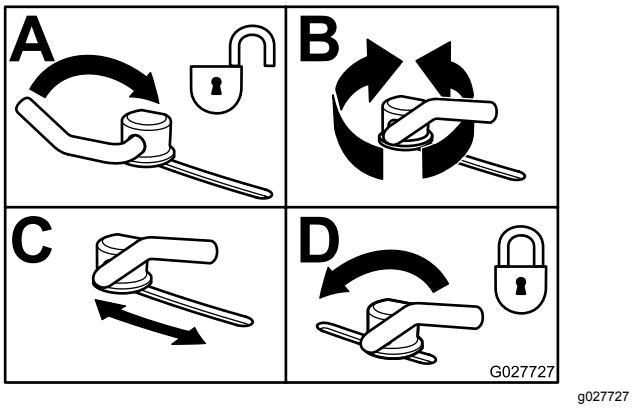

Figura 33
3. Para ajustar los bloqueos de leva, levante la palanca para aflojar el bloqueo de leva (Figura 33).
5. Devuelva la palanca a su posición original para apretar el deflector y los bloqueos de leva (Figura 33).